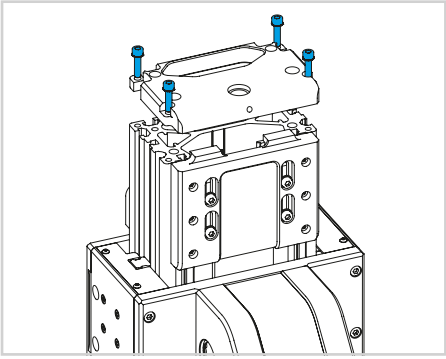

Fig. 4
3) Desserrez les 4 vis et retirez la plaque supérieure à l'ex-t rémité du profilé en aluminium (voir la Fig. 4).